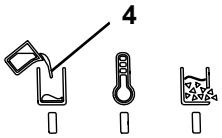

Рис. 12
- ♦ Индикатор «Нагрев / готовность к работе» (5, рис. 12) не горит.